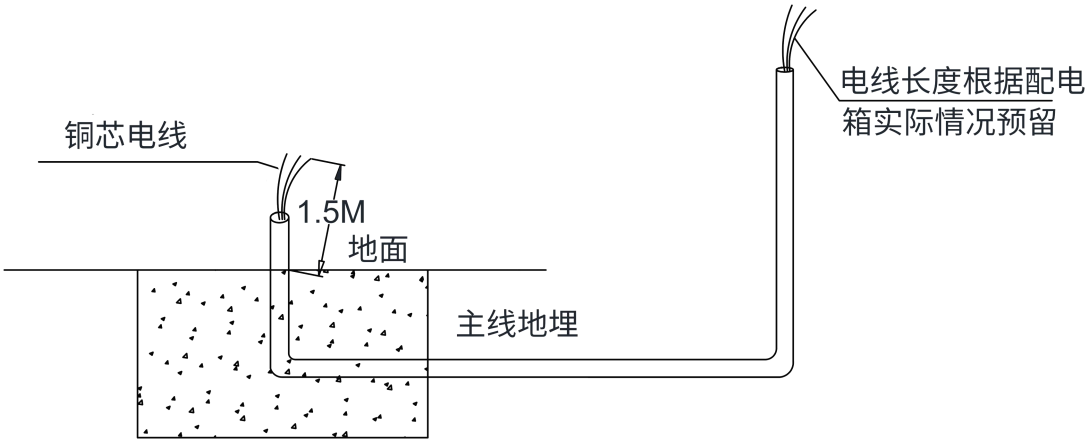

图 3
3、在预埋线管内穿入一组 3*16mm²铜芯线（YJV 或 BVR 都可），设备端从地面穿出预留 1.5 米的线缆接入充电桩,线的另一端布线到配电箱预留合适长度。(注:布线时要有三条线,分别为红色火线、蓝色零线、黄绿色地线)，如图 3。